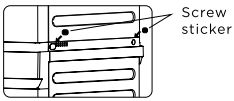

Figure 5
5. Stick a screw sticker on both screw holes of the stacking bracket (Fig. 5). Then the stacking bracket is installed.